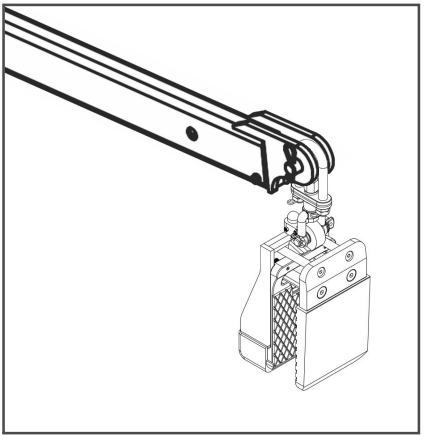

Figure 1.1
Step 1: Hook the Falcon Lifter Automatic to a forklift boom or to a crane hook (figure 1.1).